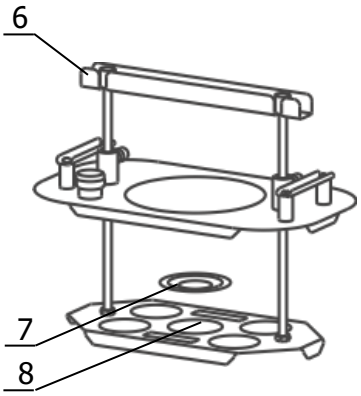

Рисунок 4 — Корзина лабораторной бани (на примере ЛБ13)
2.2.6 При необходимости поместить в баню емкость, диаметр дна которой меньше диаметра отверстия 8 (рисунок 4), возможно уменьшить это отверстие, разместив в нем наименьшее концентрическое кольцо 7 с внутренним диаметром 26 мм, как показано на рисунке 4.